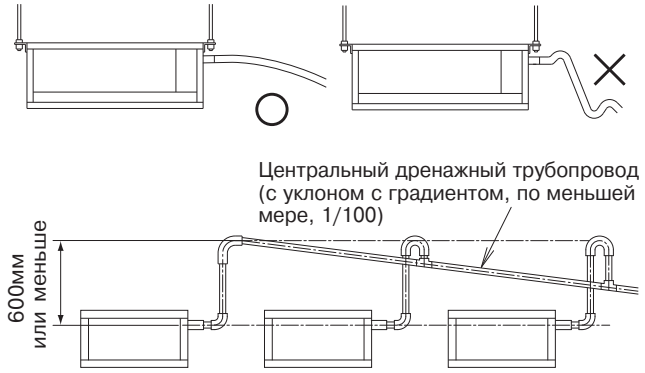

Рис. 10
- Во избежание образования воздушных пробок следите за тем, чтобы не превышалась допустимая длина дренажной трубы, и обеспечивался ее наклон вниз с градиентом не менее 1/100. **(См. рис. 10)**